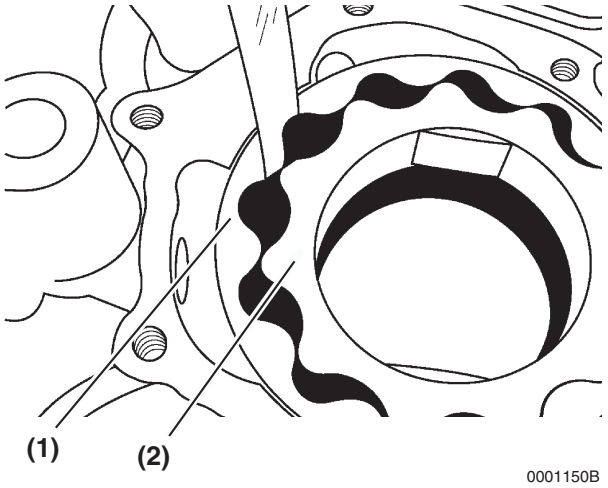

Figure 9-8
Determine the outer rotor to inner rotor tip clearance. Insert a feeler gauge between the top of an inner rotor tooth **(Figure 9-8, (1))** and the top of an outer rotor tooth **(Figure 9-8, (2))** and measure the clearance.